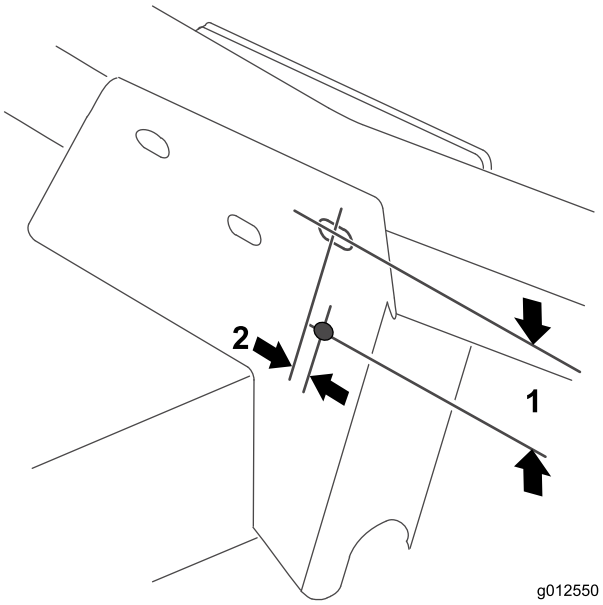

Figure 22
1. En vous aidant des dimensions indiquées à la Figure 22, localisez, repérez et percez un trou de 11/32 pouce de diamètre dans les deux parois du support de bras pivotant droit.